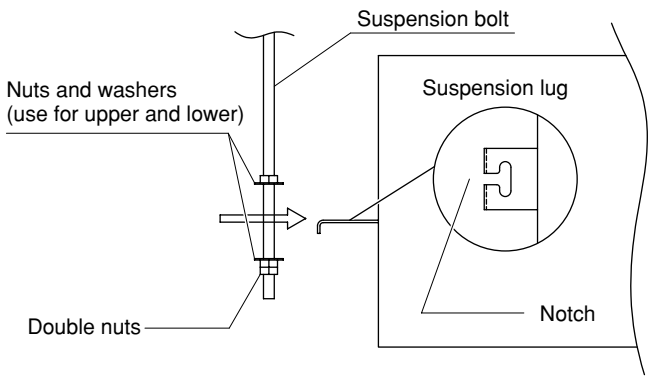

**Fig. 3-60**
(3) Thread the 3 hexagonal nuts and 2 washers (field supply) onto each of the 4 suspension bolts as shown in Figs. 3-60 and 3-61. Use 1 nut and 1 washer for the upper part, and 2 nuts and 1 washer for the lower part, so that the unit will not fall off the suspension lugs.